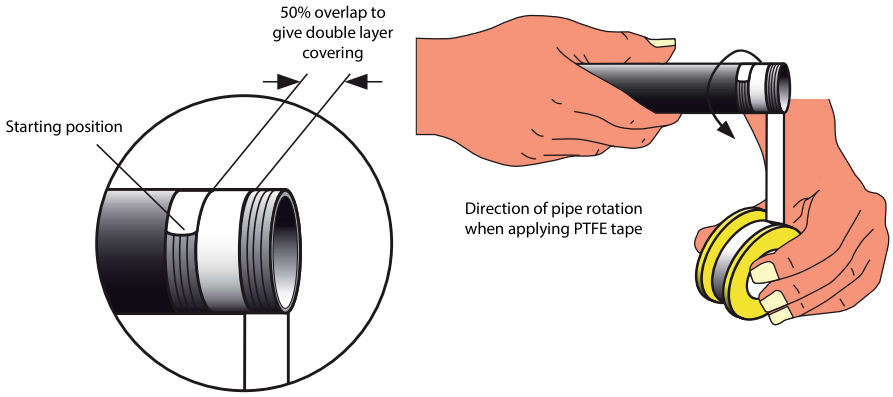

Figure 3: Thread wrapping method for PTFE tape
- Tape shall be wound with a 50% overlap starting from the thread runout in a direction counter to the thread form (see Figure 3).